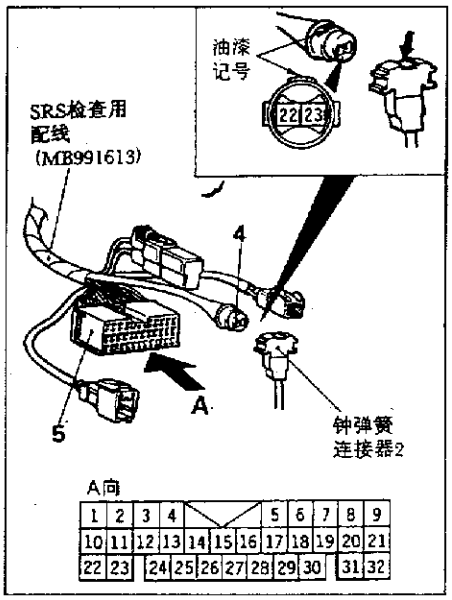

图 8－3－8
④将安全气囊组件装到方向盘上，检查与方向盘的相互配合或对准状况。
①检查连接器和护管是否损坏，端子是否变形。
②用肉眼检查壳体是否损坏。
③检查钟弹簧 1 号连接器的端子(3)与 2 号连接器之间是否导通，如图 8－3－7 所示。
④将 SRS 检查用配线的 4 号连接器上的油漆记号对准钟弹簧的 4 号连接器上的箭头，连接好连接器。如图 8－3－8 所示。
⑤检查 SRS 检查用配线 5 号连接器的端子(22)与端子(23)之间的导通状况。